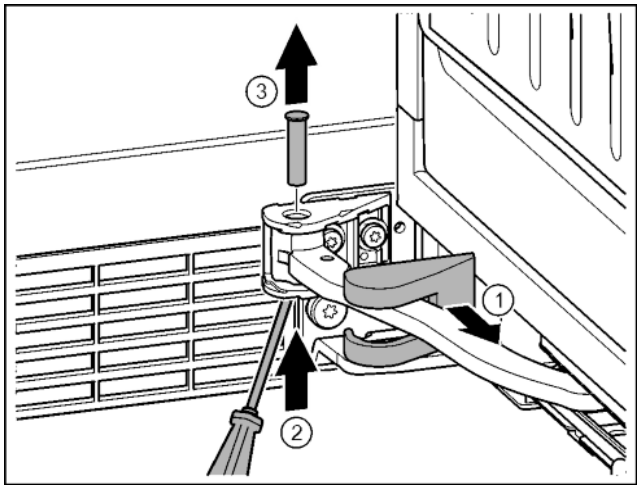

Fig. 15
- ▶ Remove the bearing bracket cover and push it along the hinge. *Fig. 15 (1)*
- ▶ Lift the bolt with a finger or screwdriver from below. *Fig. 15 (2)*
- ▶ Insert the screwdriver under the bolt head and remove. *Fig. 15 (3)*